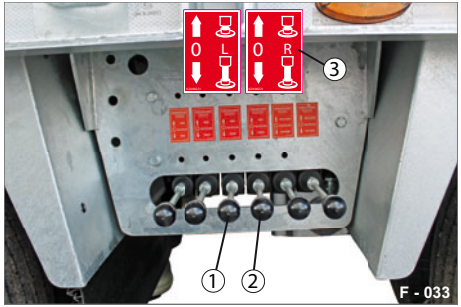

Abb. 66 Bedienkonsole am Fahrgestell
Die Bedienhebel auf der Bedienkonsole sind entsprechend der Funktion gekennzeichnet (siehe Abb. 66/3).
▶ Drücken Sie den entsprechenden Hebel (Abb. 66/1 oder 2) nach unten und halten Sie diesen.
▶ Drücken Sie den entsprechenden Hebel (Abb. 66/1 oder 2) nach oben und halten Sie diesen.